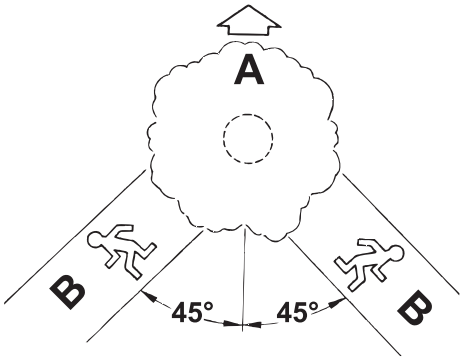

Рис. 19. Определение путей отхода
3. Обязательно определите путь отхода. Путь отхода (Рис. 19) должен быть направлен по диагонали в сторону, противоположную направлению падения, под углом 45 градусов, и вы должны отойти минимум на 3 метра от ствола, на тот случай, если во время падения комель дерева отскочит в сторону.